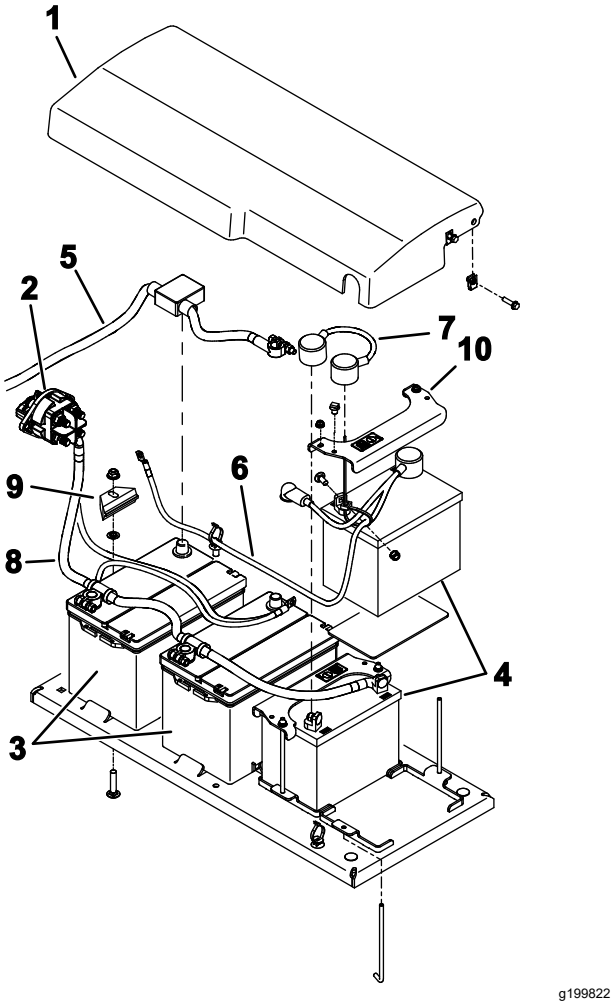

Figuur 115
6. Verwijder het bevestigingsmateriaal waarmee het accudeksel aan de machine is bevestigd en verwijder het deksel (Figuur 115).
9. Verwijder de accu's voorzichtig van de machine (Figuur 115).
1. Zet de accu's vast met de accuhouders (Figuur 115).